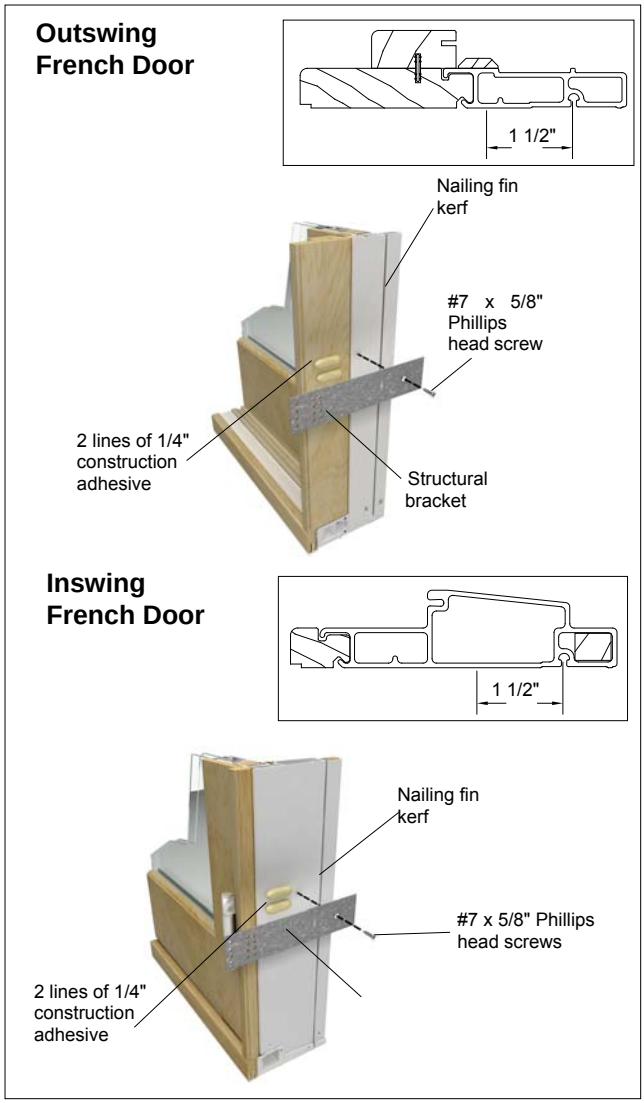

Figure 4 Inswing and Outswing French Door.
1. Carefully drill a 3/32″(2) pilot hole through the first layer of the Ultrex frame.
2. Apply two 1/4″(6) beads of construction adhesive on frame where brackets will be placed. See figure 4.
3. Attach bracket to head jamb or side jambs with one #7 x 5/8″ Phillips flat head wood screw as shown in figure 4. (For Impact mullions, see additional steps for application of the mull bracket in “Impact Mull Brackets” on page 4.)